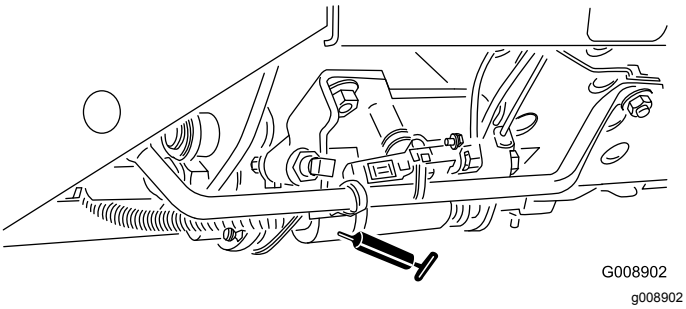

Figur 40
- Skjutreglage för klippning/transport (Figur 40)